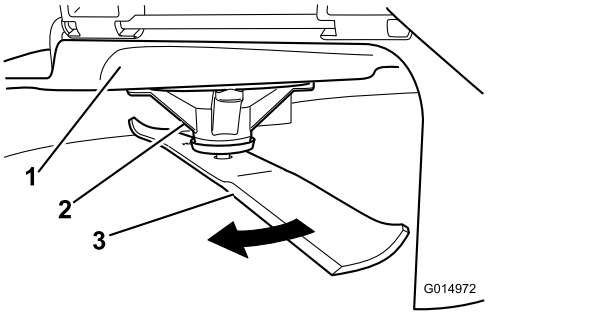

Figuur 72
2. Trek dikke handschoenen of andere adequate handbescherming aan en draai langzaam het mes in een stand die meting mogelijk maakt van de afstand tussen de maairand en het egale oppervlak waarop de machine staat (Figuur 72).